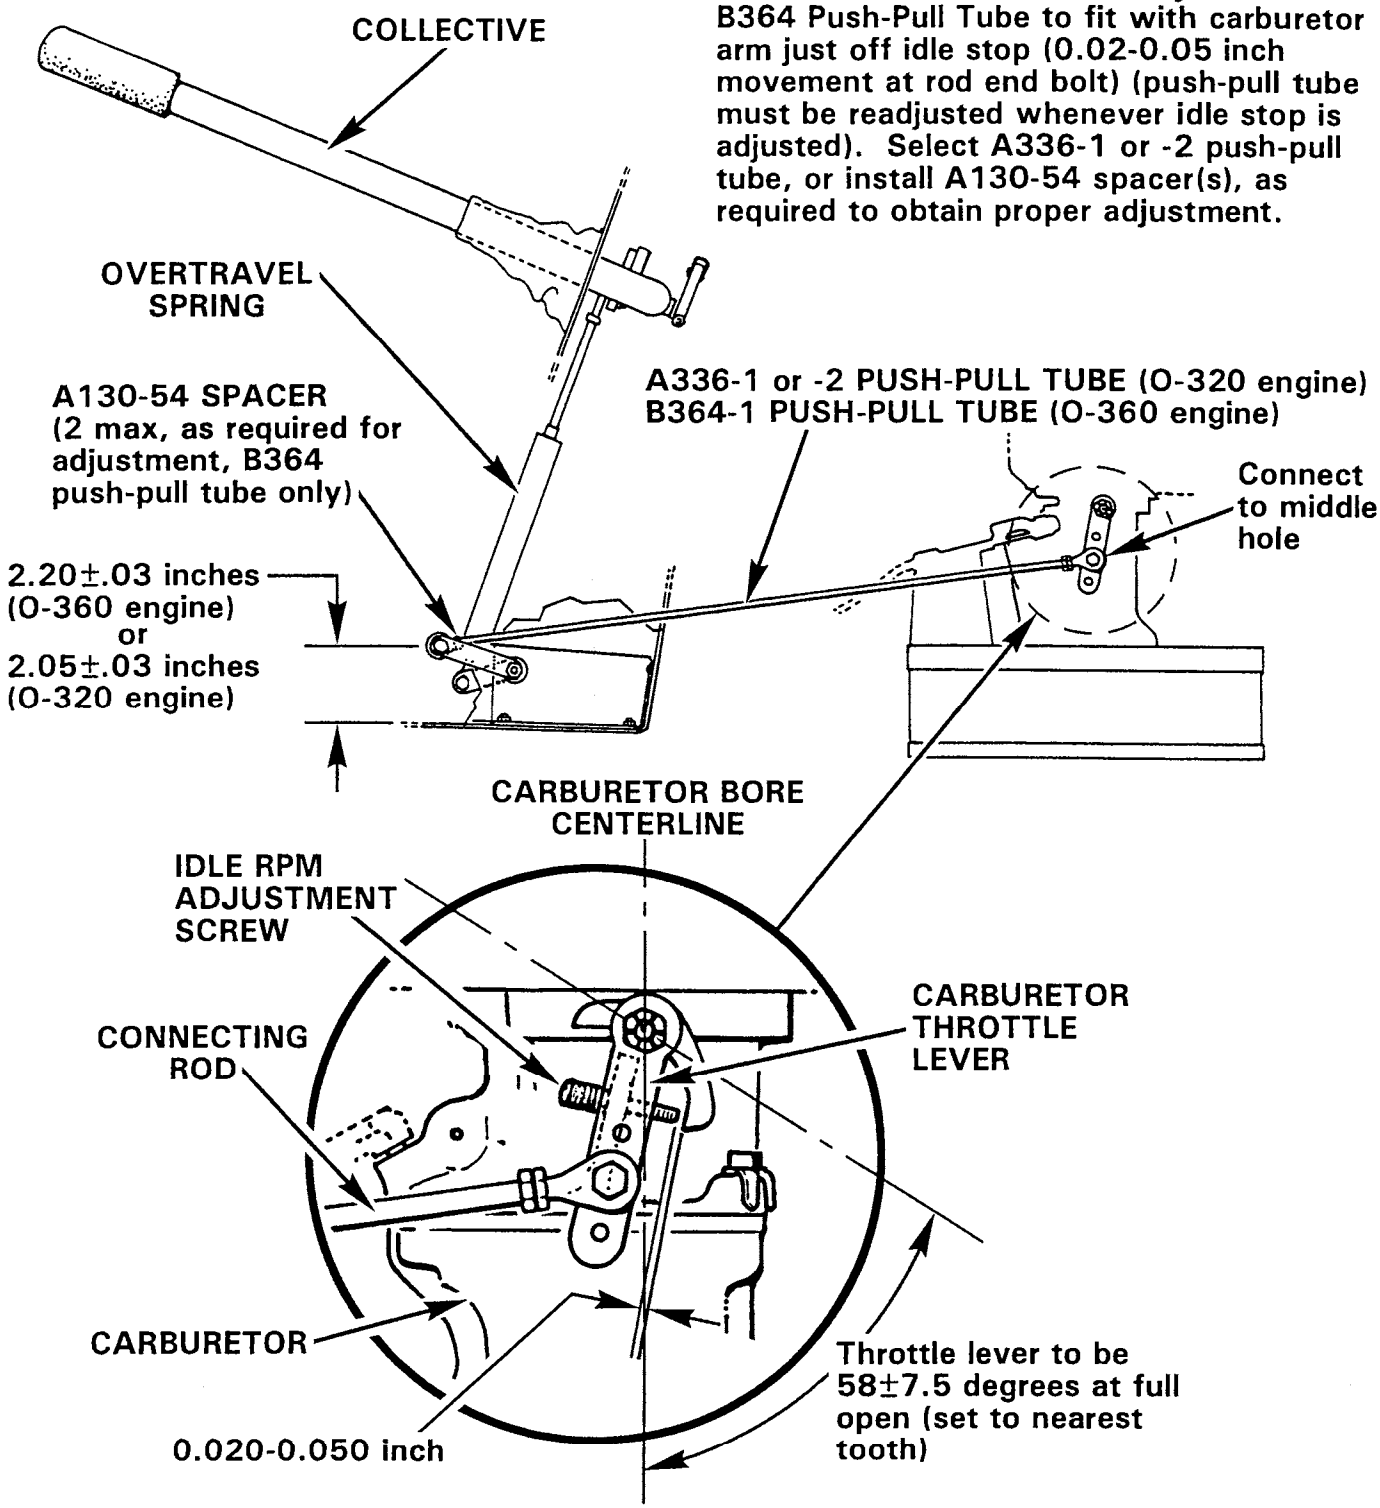

FIGURE 10-8 THROTTLE CORRELATION RIGGING
10.150 Throttle Correlation Rigging (See Figure 10-8)
3. See Figure 10-8. If required, adjust length of throttle connecting rod for 0.010-0.050 inch gap between carburetor butterfly bellcrank and idle RPM adjustment screw when performing step 2.